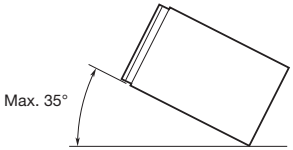

Figure 1
- Install the unit within 35° of the horizontal plane. (Figure 1)